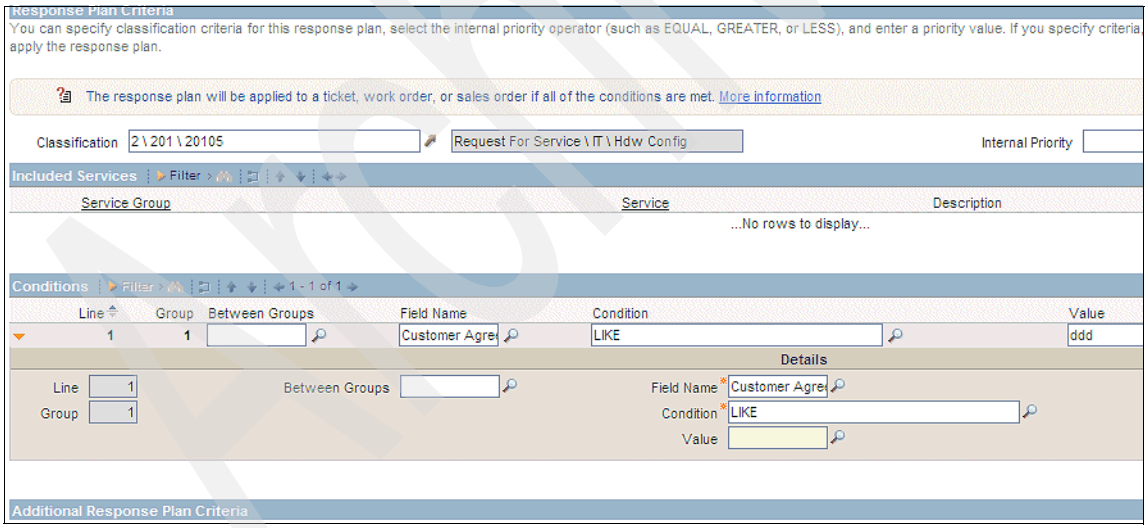

Figure 3-58 Response plans
6. For response plan RPRB200, add a classification request for **Service\IT\Hdw Config**. Under the Conditions table window, click **Add First Row**, and create a new condition, such as Between Groups or Field Name Customer Agreement, as shown in Figure 3-58.